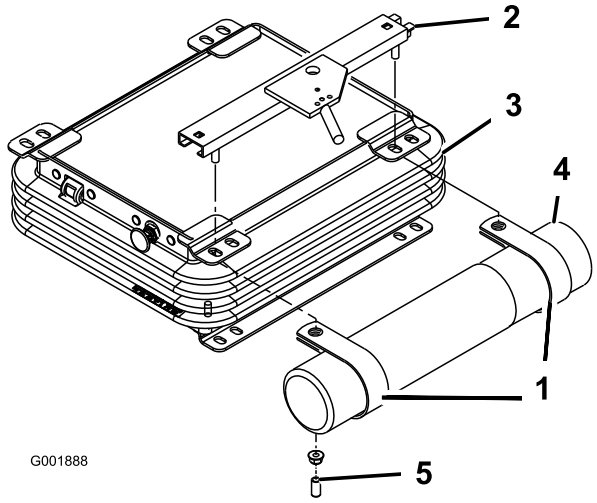

**Figuur 7**
2. Verwijder de 2 moeren en de vinyldoppen (indien gemonteerd), waarmee de bovenste stoelbeugel is bevestigd aan de linkerkant van de stoelophanging (Figuur 7).
3. Bevestig de R-klemmen losjes op de tapbouten van de stoelbeugel met de twee moeren die u eerder hebt verwijderd. (Figuur 7). De R-klemmen moeten zich onder de lippen van de stoelophanging bevinden.
4. Plaats de koker in de R-klemmen en draai de moeren vast (Figuur 7).